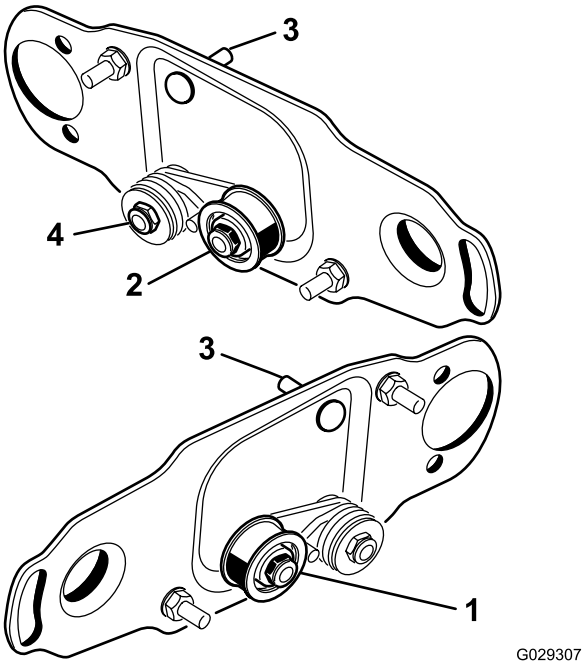

Figur 3
Sätt tillbaka mellanremskiveenheten på de främre och bakre vänstra klippenheterna på klippenhetens **högra sida** (Figur 3) så här:
1. Ta bort mellanremskiveenheten från klippenhetens vänstra sida och fäst den i det nedre hålet på borstplåten på klippenhetens högra sida (Figur 3).
2. Ta bort vagnsbulten och muttern och flytta dem till det övre hålet där mellanremskiveenheten tidigare satt (Figur 3).